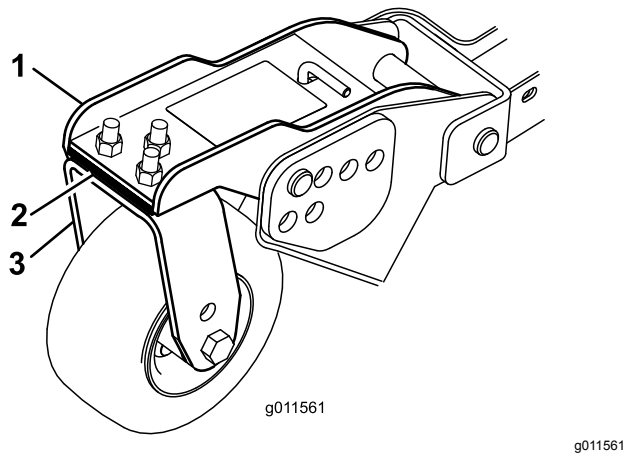

Figuur 35
Draai de messen op elke as totdat de uiteinden in de lengterichting liggen. Meet de afstand van de grond tot de voorste rand van het mes. Plaats de opvulstukken op de voorste zwenkwielarm(en) volgens de maaihoogtesticker (Figuur 35). Zie Schuinstand van het frontmaaidek afstellen (bladz. 76) voor de buitenste mesas.
3. Als de binnenste rand van het zijmaaidek te hoog is ten opzichte van de buitenste rand van het frontmaaidek, moet u een opvulstuk verwijderen uit het onderste deel van de voorste binnenste zwenkwielarm op het zijmaaidek (Figuur 35).